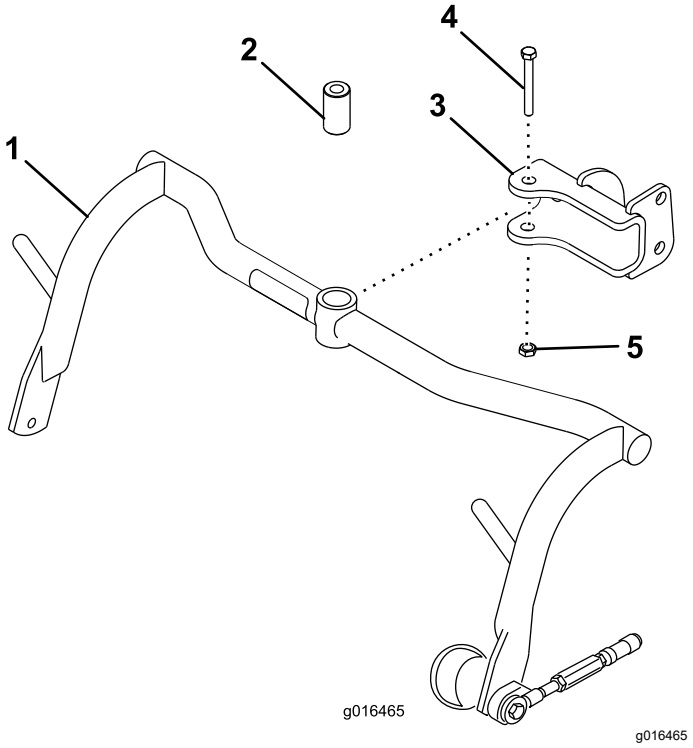

**Figuur 5**
1. Monteer op elke gaffel een draagframe; gebruik hierbij een afstandsstuk, bout (½" x 3¼") en borgmoer (½"); zie Figuur 5. Vastdraaien met een torsie van 91 tot 113 N·m.